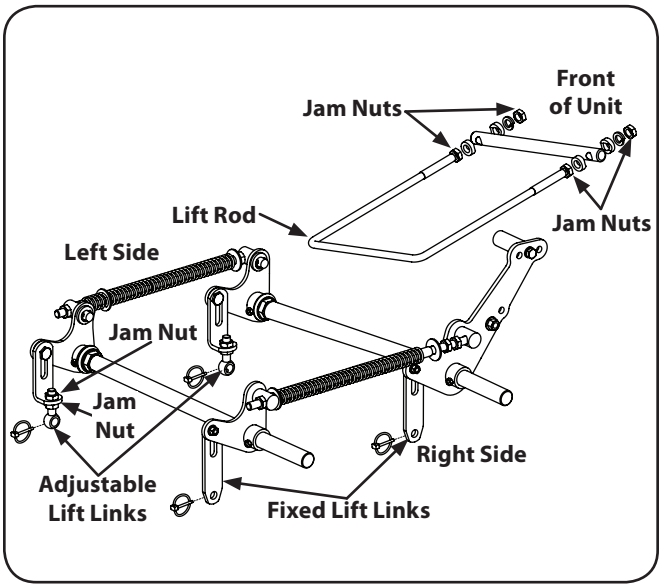

Figure 6-4
5. With a ¾" wrench loosen the lower jam nut of the left side of the lift rod. To adjust the side of the deck up or down turn the upper jam nut clockwise (to raise) or counter clockwise (to lower) a few turns. See Fig. 6-4.